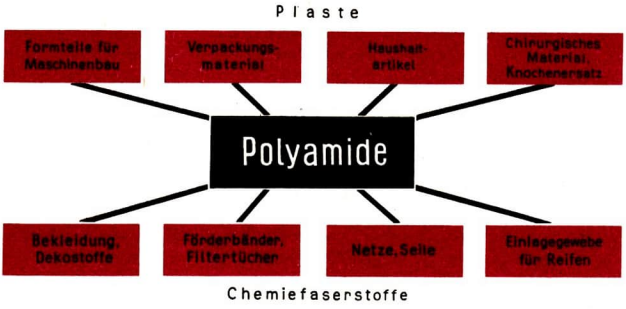

Abb. 44 Verwendungsmöglichkeiten für Polyamide
hochwertige Bekleidung aus den in der Deutschen Demokratischen Republik als **Dederon** und **Nylon** bekannten Polyamidfaserstoffen. Auch im technischen Bereich werden die Polyamidfaserstoffe vor allem wegen ihrer großen Festigkeit zur Herstellung von Förderbändern, Filtertüchern, Seilen, Netzen und als Einlagegewebe für Reifen vielseitig verwendet. Im VEB Leuna-Werke „Walter Ulbricht", Werk II, wird der Ausgangsstoff für die Polyamidproduktion, das ε-Aminokaprolaktam, großtechnisch hergestellt. Der größte Teil des ε-Aminokaprolaktams wird in den Chemiefaserwerken Wilhelm-Pieck-Stadt Guben und Rudolstadt des VEB Chemiefaserkombinat Schwarza „Wilhelm Pieck" weiterverarbeitet (Abb. 44). ①